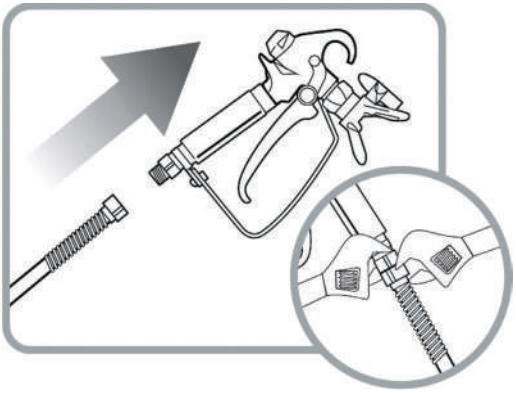

Рис. 12
2. Подсоедините другой конец шланга высокого давления к покрасочному пистолету с помощью двух гаечных ключей (рис. 12).